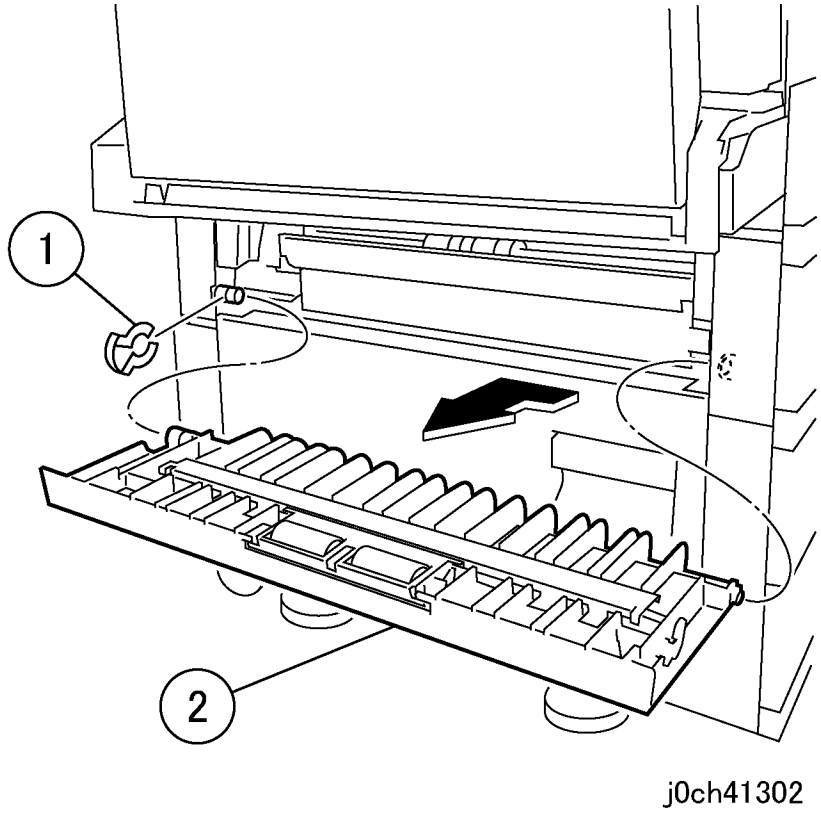

Рисунок 2 Снятие узла левой крышки (j0ch40302)
4. Откройте узел левой крышки (рисунок 2).